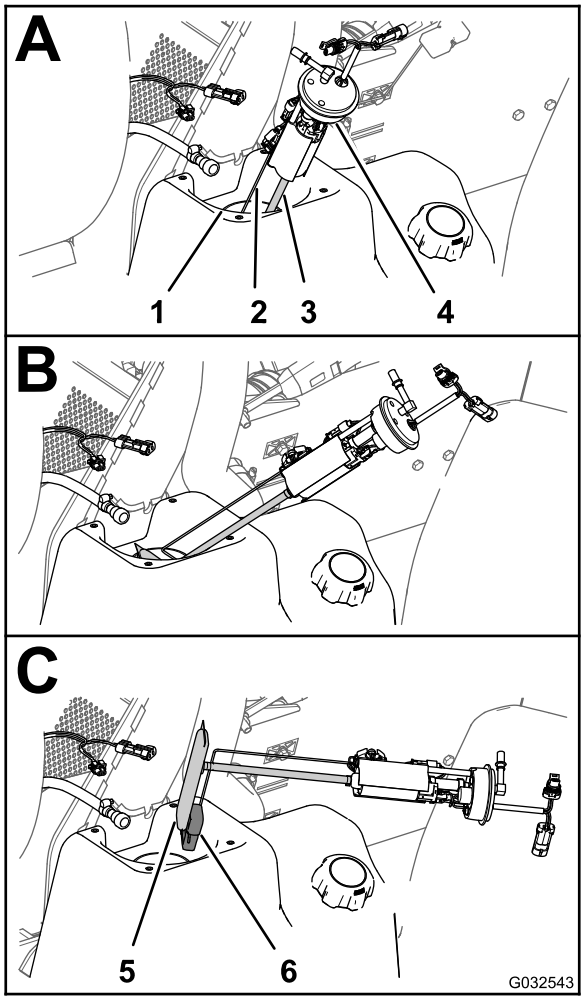
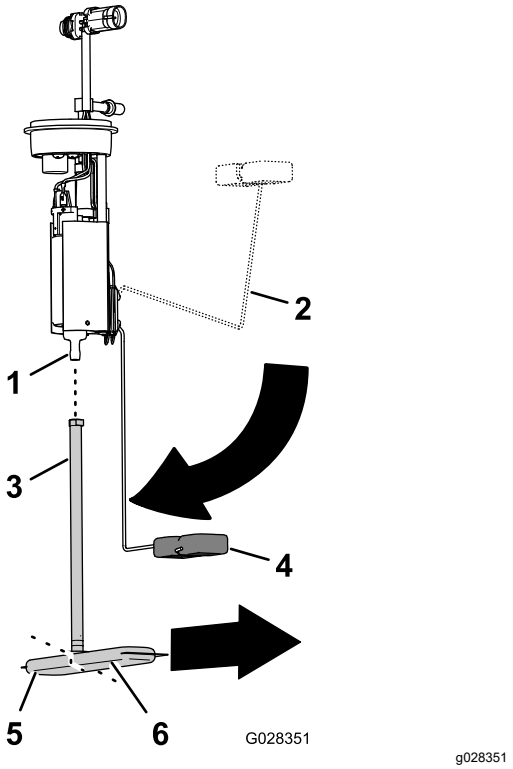

Figura 87
Figura 88
4. Incline e rode cuidadosamente a bomba de combustível/unidade de envio para fora do tubo de recolha (Figura 87).
1. Retire o tubo de recolha do filtro de combustível do encaixe da bomba de combustível (Figura 88).
2. Alinhe o tubo de recolha do novo filtro de combustível com o encaixe da bomba de combustível (Figura 88).
3. Alinhe a perna longa do filtro de combustível com a boia quando o braço da boia estiver na posição de "vazio" (Figura 88).
4. Insira o encaixe da bomba de combustível no tubo de recolha até que o encaixe esteja totalmente assente (Figura 88).
1. Apoie o braço da boia e o tubo de recolha em conjunto e coloque a boia e o filtro de combustível na abertura do depósito de combustível (Figura 87).
2. Assente a bomba de combustível/unidade de envio na abertura do depósito (Figura 87 e Figura 88).
3. Instale o vedante e a porca na bomba de combustível/unidade de envio e no tubo do depósito de combustível e aperte a porca com a mão (Figura 87).
4. Ligue o acoplamento do tubo de combustível ao encaixe da bomba de combustível (Figura 87).
5. Ligue o conector de 2 bornes da cablagem da máquina ao pino de 2 conectores da bomba da combustível/unidade de envio; ligue o pino de 2 conectores da cablagem da máquina ao conector de 2 bornes da bomba de combustível/unidade de envio (Figura 87).